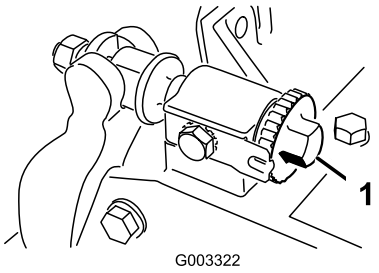

Figuur 22
1. Draai de messenkooi en de snijplaat van elkaar af door de stelknoppen van de snijpplaat (Figuur 22) naar links te draaien totdat er geen contact meer is.